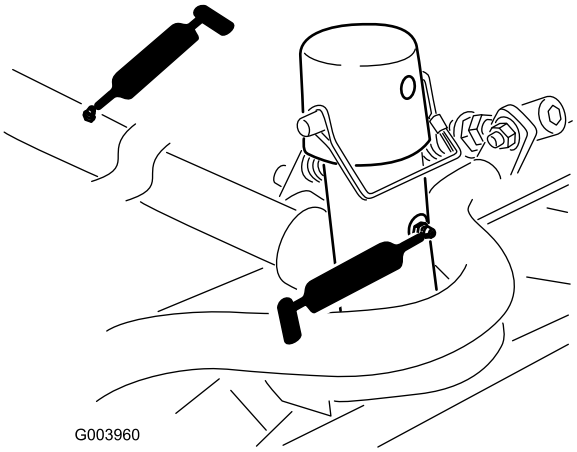

**Figuur 44**
- Draagframe van maaidek en draaipunt (2 elk) (Figuur 44)